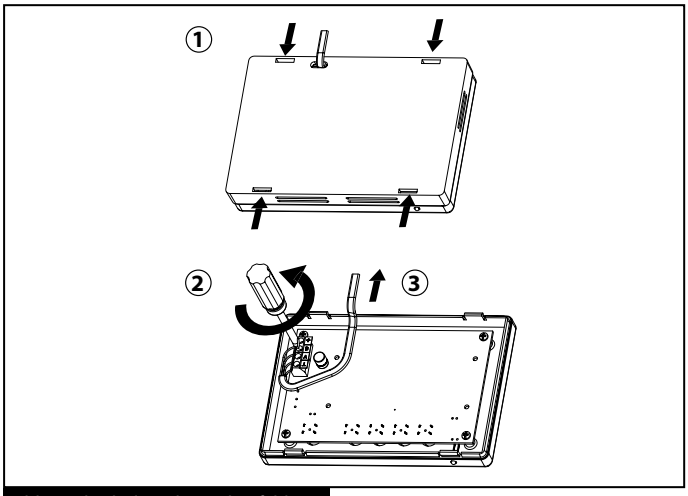

Abb. 9. Abschalten des Bedienfeldes
Anschlusspunkte der Sensoren an die Leiterplatte der Steuereinheit siehe Abb. 9.
1. Demontieren Sie das Bedienfeld, Abb. 9: